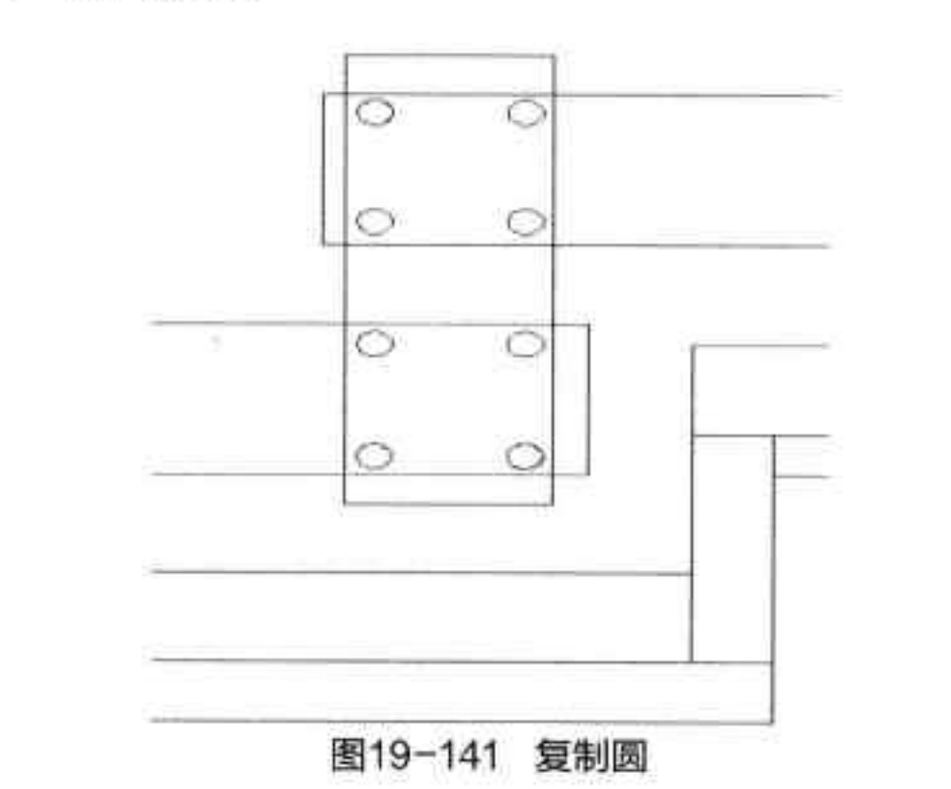

图19-141 复制圆
Step 08 执行“复制”命令，复制圆形，如图 19-141 所示。